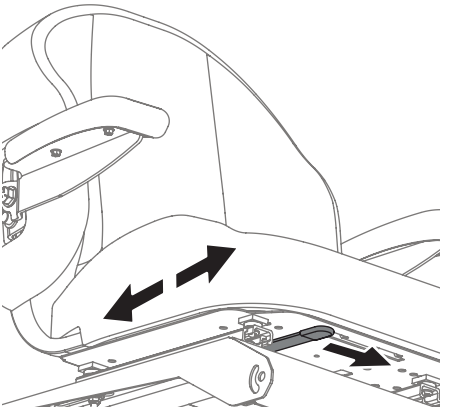

Fig. 17
3. Relâchez le levier de réglage. Assurez-vous que le siège est bien verrouillé dans la position souhaitée avant de l'utiliser (Fig. 17).